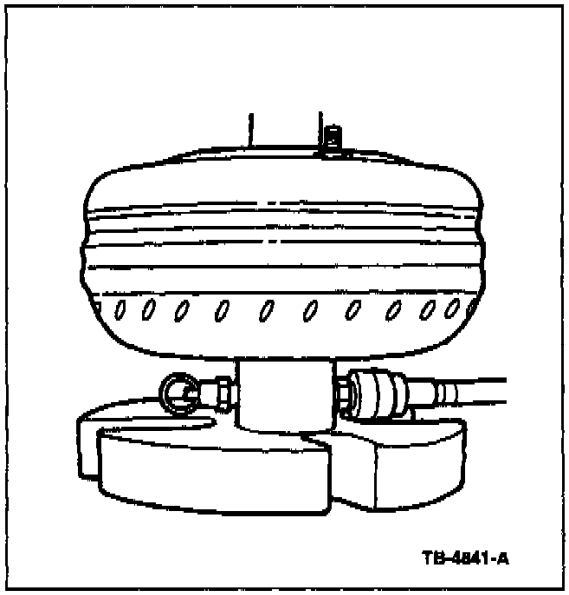

Figure 3
4. Using clean, dry shop air only, apply air pressure of 552 kPa (80 psi) maximum to the valve on the tool. Refer to Figure 3.